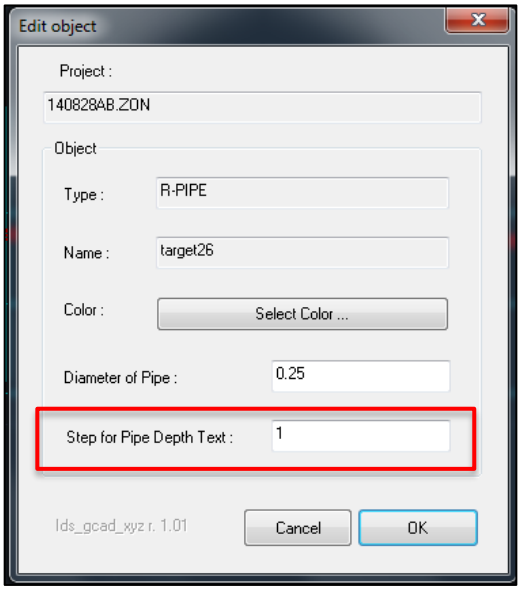

Fig. 3.11 - Information command window
11. *Object Information* transforms the AutoCad cursor into a white square; you can click on the desired item and the window in Fig. 3.11 will appear. This window will view all the general information regarding the Project and Zone and regarding information about the selected object, for example, type of plot R-PIPE and the name PIPE-01 (see Fig. 3.11).
- *Step for Pipe Depth Text:* select the distance interval of the fields associated to each pipe (red rectangle in Fig. 3.11). In this way you can read the depth at which you find the target in respect to reference surface (XY Plane).